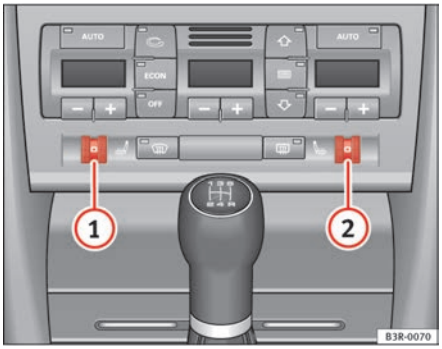

Fig. 136 Detailed view of instrument panel: Thumbwheel controls for seat heating
Turn thumbwheel (1) or (2) ⇒ fig. 136 to switch on and adjust the heating on the left or right front seats.